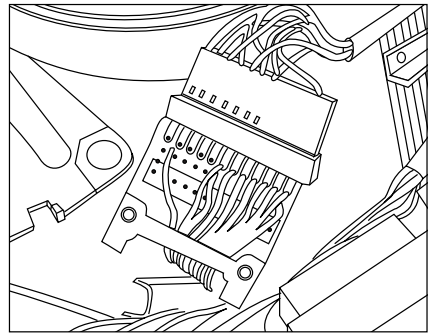

Figure 3-17. Installing Keyboard Connector
12. Install the keyboard connector, as shown in *Figure 3-17*. Secure with the tie wrap that doesn't have a mounting hole.